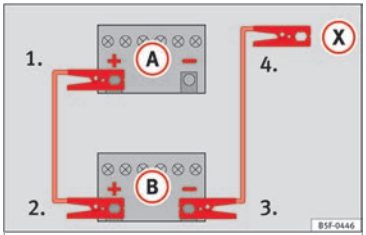

Rys. 87 Schemat połączeń dla samochodów bez systemu Start-Stop.
2. Podłączyć jeden koniec *czerwonego* przewodu rozruchowego do dodatniego (+) zacisku rozładowanego akumulatora (A) ››› **rys. 87**.
3. Podłączyć drugi koniec *czerwonego* przewodu rozruchowego do zacisku dodatniego (+) akumulatora samochodu wspomagającego rozruch (B).
4a. *W samochodach bez systemu Start-Stop:* podłączyć jeden koniec *czarnego* przewodu rozruchowego do zacisku ujemnego (–) akumulatora samochodu wspomagającego rozruch (B) ››› **rys. 87**.